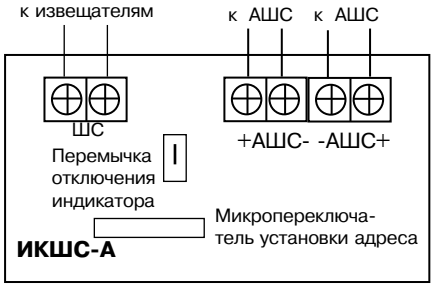

Рис. 6.18
На печатной плате расположены контактные колодки для подключения внешних цепей (схема подключения приведена на рис. 6.18).
- выполните соединения согласно рис. 6.18;